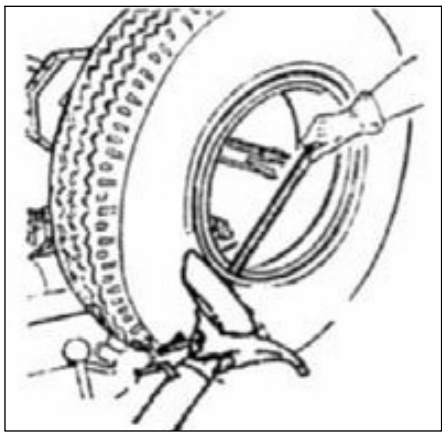

Fig. 23
5) Como mostra a , ***Fig. 23*** utilizar o pé de cabra para colocar a abertura do anel na borda do aro da roda e depois rodar o eixo.